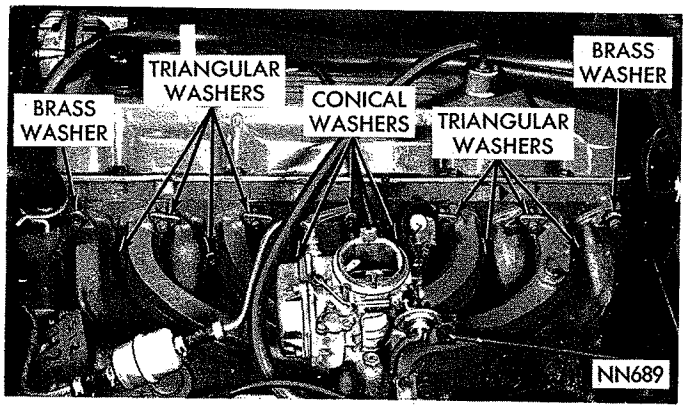

*Fig. 11—Manifold Assembly (6-Cylinder)*
(1) Remove carburetor air cleaner. **If engine is equipped with closed type breather cap, disconnect hose at air cleaner intake tube.**
(2) Disconnect vacuum control tube at carburetor and distributor. Disconnect fuel line, crankcase ventilator or valve hose, automatic choke rod and throttle linkage at carburetor and remove carburetor.
(3) Disconnect exhaust pipe at exhaust manifold.
(4) Remove nuts and washers attaching manifold assembly to cylinder head and remove manifold (Fig. 11). Remove three screws securing intake manifold to exhaust manifold and separate manifolds.
(1) Install a new gasket between the two manifolds and install the three long screws securing the manifolds (Fig. 11). **Do not tighten the screws at this time.**
(2) Position manifold assembly on cylinder head, using a new gasket. Install triangular washers and nuts on upper studs and on the four lower studs opposite numbers 2 and 5 cylinders. The eight triangular washers should be positioned squarely on machined surfaces of both intake and exhaust manifold retaining pads. These washers must be installed with **cup sides against manifold. Install nuts and washers only when engine is cold.**
(3) Install steel conical washers with cup side to manifold, one on center upper stud and two on center lower studs. Install brass washers at each end with flat side to manifold. Install nuts with flat side away from washer. Tighten nuts to 10 foot-pounds.
(4) Tighten three screws securing intake manifold to exhaust manifold to 15 foot-pounds, starting with the **inner** screw.
(5) Attach exhaust pipe to manifold flange, using a new gasket and tighten bolt nuts to 35 foot-pounds.